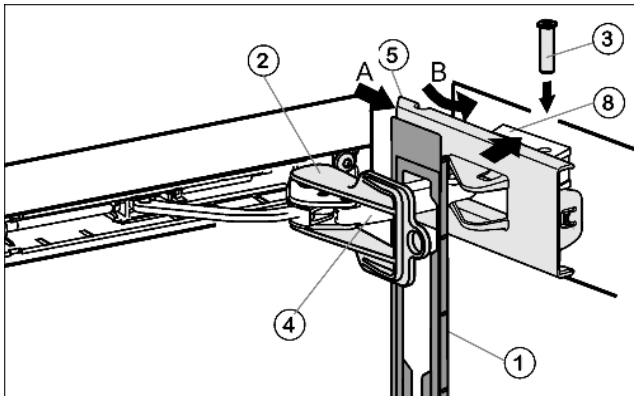

Fig. 24
- ▶ Blende *Fig. 24 (1)* auf den Dämpferbügel *Fig. 24 (4)* einhängen, so dass die Rasthaken nach innen zeigen und die Vorderseite zum Gerät.
- ▶ Abdeckung *Fig. 24 (5)* von außen her aufschieben (A) und über das Lagerteil *Fig. 24 (8)* schwenken (B).
- ▶ Abdeckung *Fig. 24 (5)* aufsetzen und bis zur ersten Rastung einrasten lassen.
- ▶ Dämpferbügel *Fig. 24 (4)* zum Lagerteil *Fig. 24 (8)* heranziehen und Bolzen *Fig. 24 (4)* von oben einstecken, so dass der Vierkant in der Vertiefung sitzt.
- ▶ Abdeckung *Fig. 24 (5)* jetzt komplett auf das Lagerteil *Fig. 24 (8)* aufrasten.
- ▶ Sicherung *Fig. 24 (2)* durch Verdrehen abnehmen.
- ▶ Blende *Fig. 24 (1)* an der Tür aufrasten.